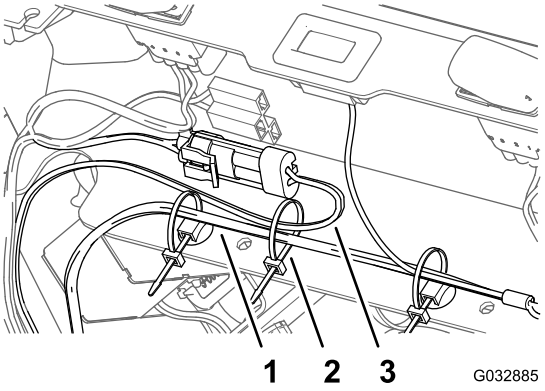

Rysunek 15
5. Za pomocą opaski kablowej zamocuj wiązkę przewodów zestawu lamp LED do wiązki przewodów maszyny w sposób pokazany na Rysunek 15.